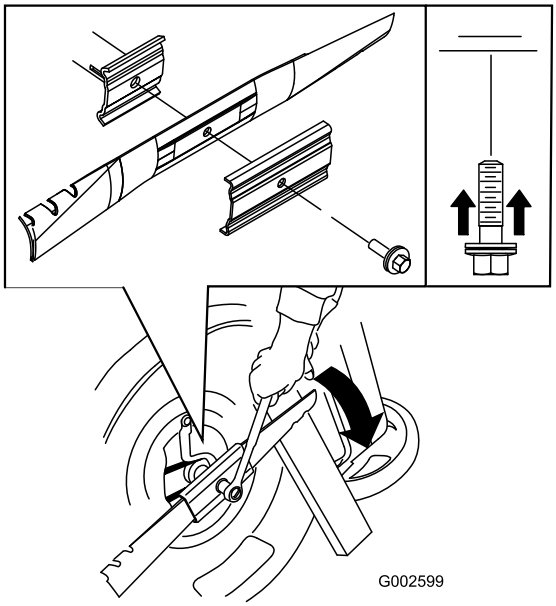

Figur 24
5. Montera den nya kniven (vrid knivbulten medsols) och alla monteringsdelar (Figur 24).